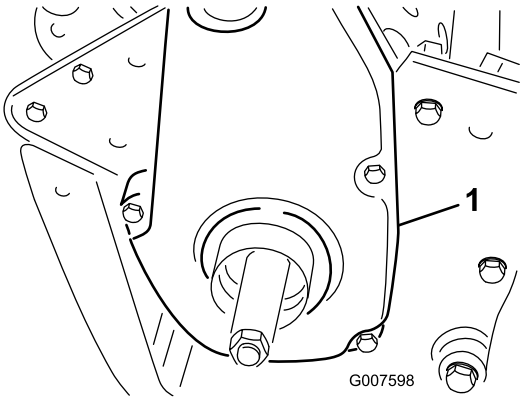

Figur 43
6. Demontera den bakre remkåpan på maskinens högra sida (Figur 43).